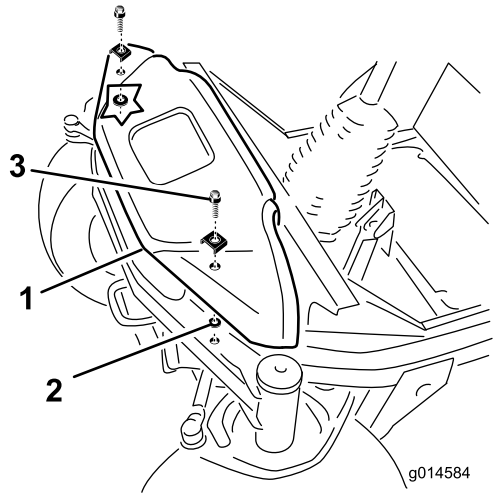

Figur 5
1. Ta bort de två (2) huvudskruvarna med fläns som fäster framkåpan längst upp på framaxeln (Figur 5).